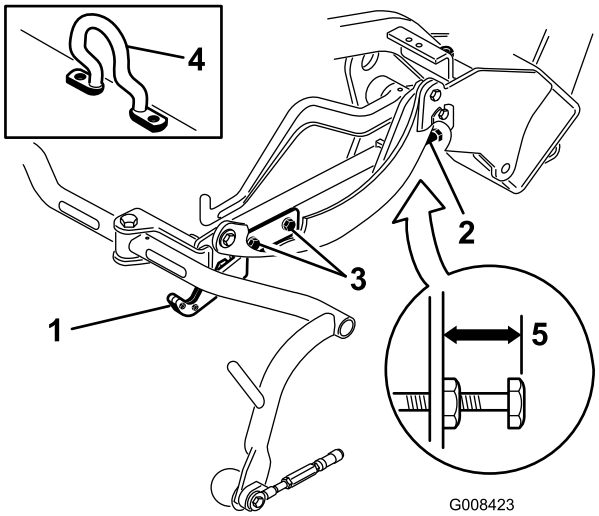
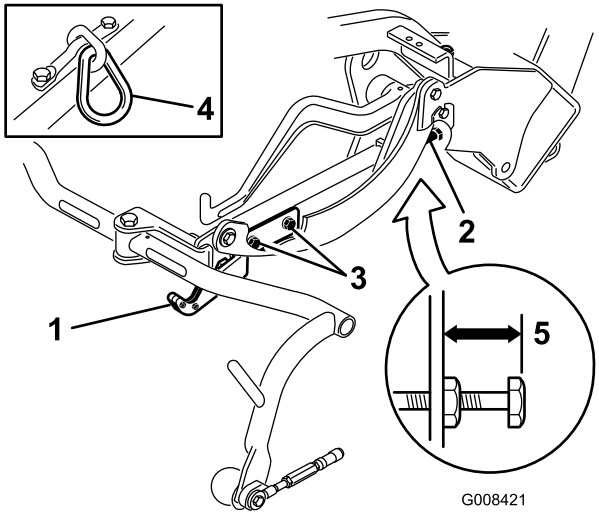
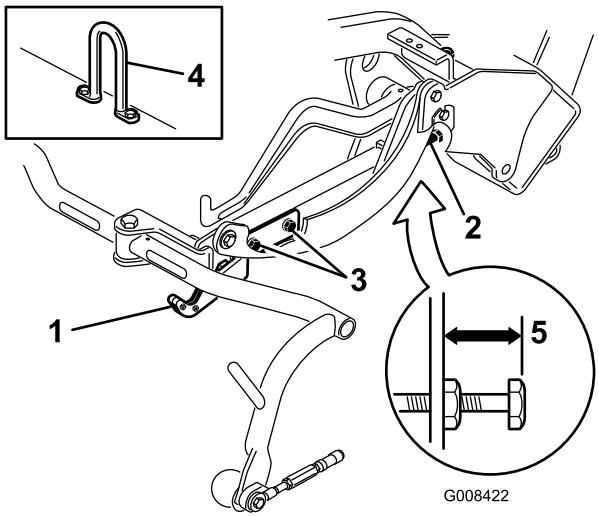

**Figur 12**
**Figur 13**
**Figur 14**
Kontroller og juster om nødvendigt transporthøjden (Figur 13 og Figur 14).
2. På klippeenheder med en forskudt løftekrog (Figur 12, indsat) skal det kontrolleres, at afstanden fra toppen af bærerrammens justeringsskrue til bagsiden af bærerrammen er 25 mm. Fortsæt til trin 4, hvis afstanden ikke er 25 mm.
3. På klippeenheder med et kædeled eller en lige løftekrog (Figur 13 og Figur 14, indsat) skal det kontrolleres, at afstanden fra toppen af bærerrammens justeringsskrue til bagsiden af bærerrammen er 22 mm. Fortsæt til trin 4, hvis afstanden ikke er 22 mm. Hvis klippeenheden er udstyret med et forskudt løfteled (Figur 12), skal du gå videre til næste trin.
4. Løsn transportpladens monteringsskruer (Figur 13, Figur 14 og Figur 12).
7. Hvis bærerrammerne ikke har den samme højde, skal du løsne kontramøtrikken på bærerrammen, der justerer skruen (Figur 12, Figur 13 og Figur 14). Drej skruen udad for at hæve og indad for at sænke dem. Spænd kontramøtrikken, når den rette højde er opnået.